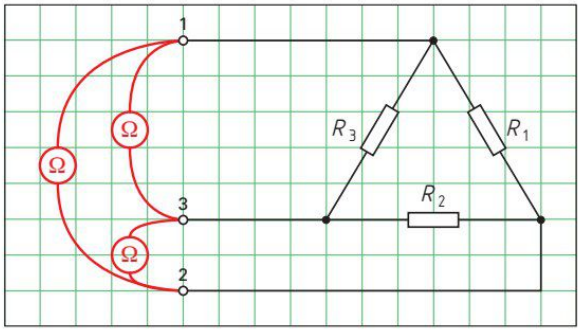

Bild 2: Widerstandsmessungen
Sie haben nun die Werte ermittelt, die sich bei einer Widerstandsmessung zwischen den Klemmen ergeben sollten. Mit einem Widerstandsmessgerät (Ohmmeter) sollen jetzt die tatsächlichen Werte durch drei Messungen **(Bild 2)** bestimmt werden.
2. Zeichnen Sie den Anschluss der Widerstandsmesser für die drei durchzuführenden Messungen in die Schaltung **(Bild 2)** ein.